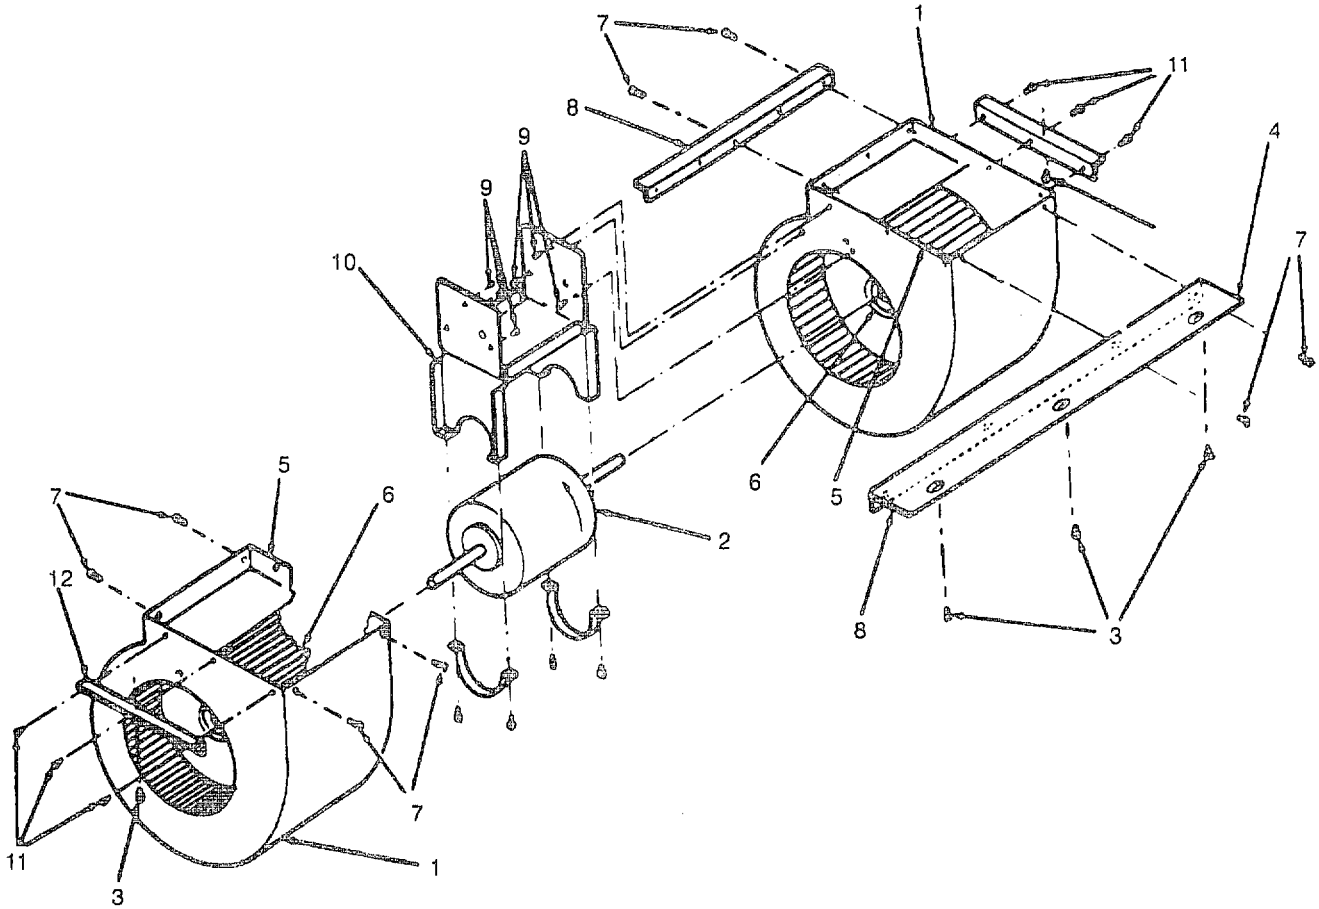

Figure 4-33. Indoor Fans
(1) Check the Indoor fans (1, Figure 4-33) for loose or missing hardware.
(2) Install control box cover and both front door assemblies. See paras 4-23 and 4-17.
(1) Wipe the indoor Fans (i, Figure 4-33) with clean rags to remove dust.
(1) Tag and remove wiring to indoor fan motor (2, Figure 4-33) from control box connections.
(2) Remove five screws (3) holding indoor fan assembly in place and retain.
(3) Cut foam (4) and silicone seals (5) around indoor fan assembly and pull the indoor fan assembly forward and out from the air conditioner.